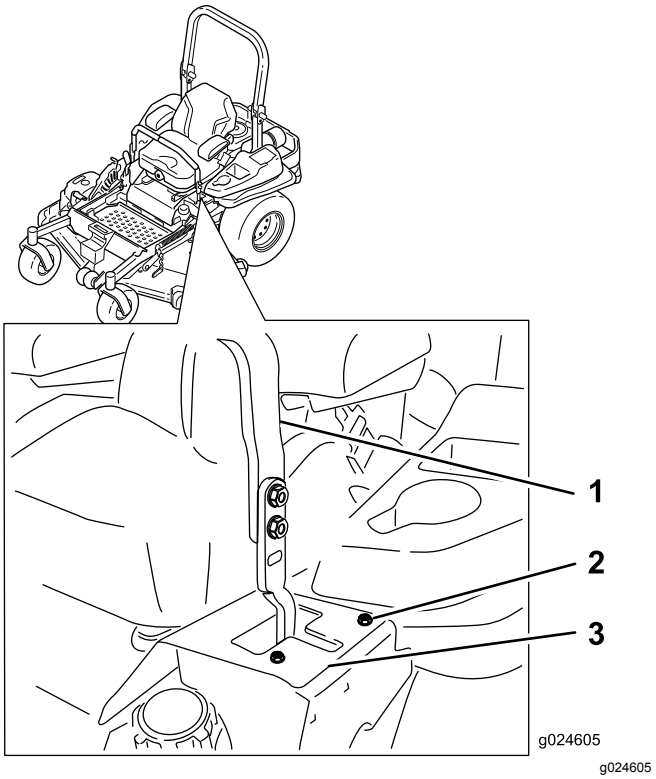

Figur 62
6. Hvis maskinen sporer mod højre, skal boltene løsnes, og den venstre stopplade på venstre T-rille justeres bagud, indtil maskinen sporer lige (Figur 62).
7. Hvis maskinen sporer mod venstre, skal boltene løsnes, og den højre stopplade på højre T-rille justeres bagud, indtil maskinen sporer lige (Figur 62).
8. Stram stoppladen (Figur 62).